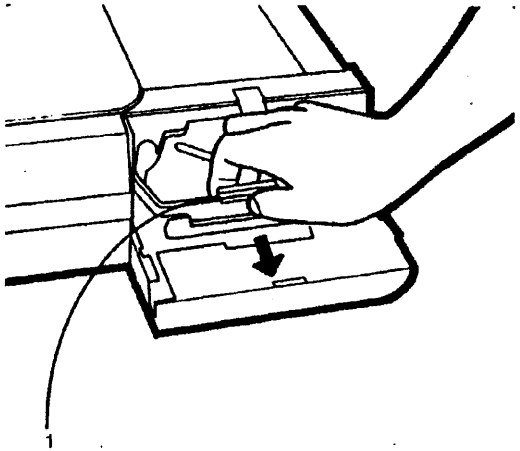

Рисунок 2. Снятие тонер-картриджа.
2. (рис. 2) Сожмите рычаг запора и ручку 6, чтобы освободить тонер-картридж и вынуть его из аппарата.